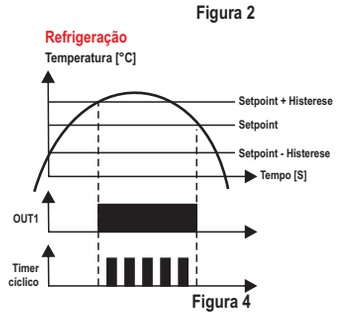

Figura 4
- Saída do timer cíclico ciclando sempre que a saída do 1º estágio estiver ligada (F22=5): o **3º estágio** só ira ciclar quando a saída do **1º estágio** estiver ligada, obedecendo os tempos configurados na F20 ([t On]) e F21 ([t OFF]), como mostra a Figura 4.